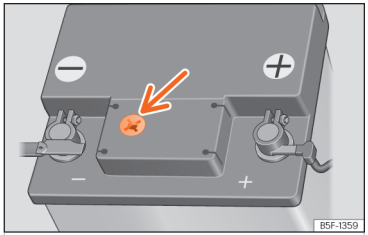

Abb. 187 Sichtfenster an der Oberseite der 12-Volt-Fahrzeugbatterie (Prinzipdarstellung).
- Prüfen Sie die Farbanzeige im runden Sichtfenster an der Oberseite der Batterie ››› (Abb. 187).